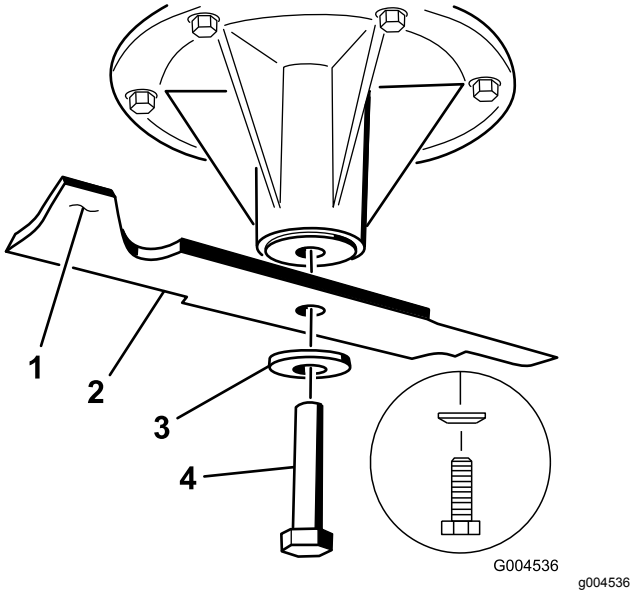

**Figur 86**
1. Monter skærekniven på spindelakslen (Figur 86).
2. Monter fjederskiven og knivbolten (Figur 86).